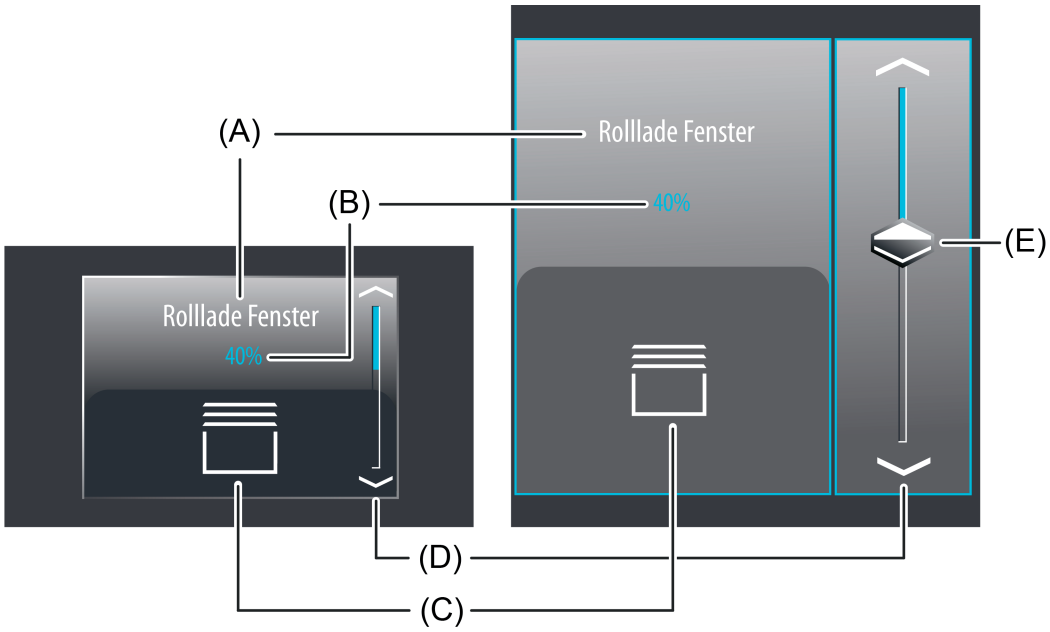

Bild 32: Beispiel für Bedien- und Anzeigeelement der Funktion "Rolllade Positionierung"
Bei der Auswahlbedienung steht neben den Sensorflächen ⌃ / ⌄ zur Positionierung in die Endlagen oder zur Wertverstellung zusätzlich ein Slider (E) zur Verfügung (Bild 32). Über den Slider ist es möglich, grafisch unterstützt direkt Positionen für Behanghöhen vorzugeben. Dazu kann der Slider durch Fingerdruck gesetzt oder kontinuierlich gezogen werden. Zum Setzen des Sliders muss der Sliderbereich an der gewünschten Position mit dem Finger berührt werden. Der Slider springt dann unmittelbar an die gewünschte Stelle. Zeitgleich sendet das Gerät den auf diese Weise vorgegebenen Positionswert als Vorgabe auf den Bus aus.
Der Anzeigebereich enthält verschiedene Darstellungselemente (Bild 32), die durch Parameter beeinflusst werden. Jeder KNX Funktion kann in der Konfigurationssoftware eine Bezeichnung vergeben werden (A). Diese Text-Bezeichnung wird im Anzeigeelement zentriert zur Anzeige gebracht, wodurch steuerbare KNX Funktionen für den Anwender kenntlich gemacht werden (z. B. "Rolllade Fenster"). Zusätzlich kann unterhalb der Bezeichnung ein Statuswert (B) für die Behanghöhe eingeblendet werden, der entweder abhängig vom Objektwert der Positions-Rückmeldung des angesprochenen Jalousie- oder Rollladenadenaktors oder alternativ direkt abhängig von der Positionswertvorgabe des Bedienelementes Positionswerte im Klartext anzeigt ("0...100 %"). Solange nach einem Gerätereset noch kein Rückmeldungs-Objektwert empfangen oder noch keine Positionswerte vorgegeben wurde, zeigt der Statuswert "---%" an. Analog zum Statuswert kann im unteren Anzeigebereich ein Symbol (C) angezeigt werden. Das zur Anzeige gebrachte Symbol für die Behanghöhe kann in der Konfigurationssoftware definiert werden, wodurch eine Anpassung auf die Behangart (Rolllade, Markise, Vertikallamelle, Dachfenster) möglich ist. Abhängig von der Position wechselt die Ausprägung des Statussymbols, wodurch die aktuelle Position der gesteuerten KNX Funktion eindeutig abgelesen werden kann. Wahlweise können Statuswert und Symbol entfallen.